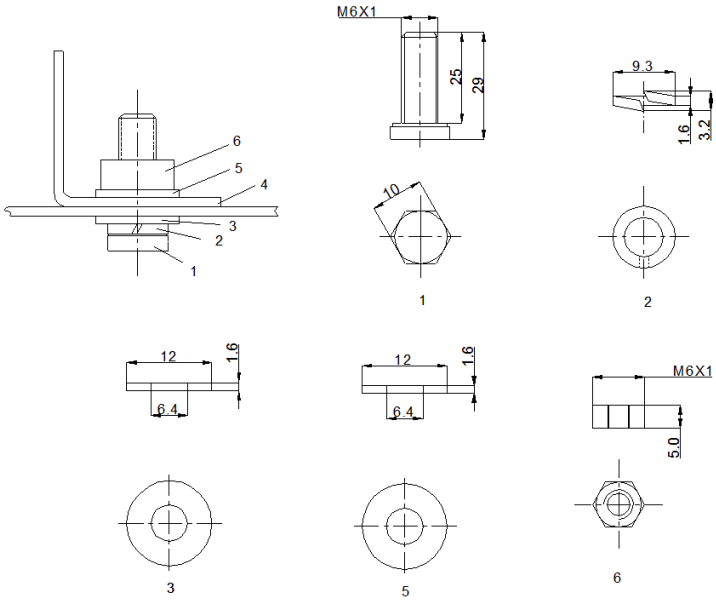

Figures 2
The modules may be fastened to a support using the bolt holes in thebottom of the frame at location “C”, as shown in Figure 1 (back view of the module) 、Figure 2 (mounting detail) and Figure 3 (parts detail). Themodules have 4 mounting holes to be installed with four (4) M8 bolts..
组件可以通过边框C面预留的安装孔固定在支架上，如图1（组件背面视图）、图2（安装细节）、图3（配件细节）。组件有四个安装孔，用4个M8螺栓安装。